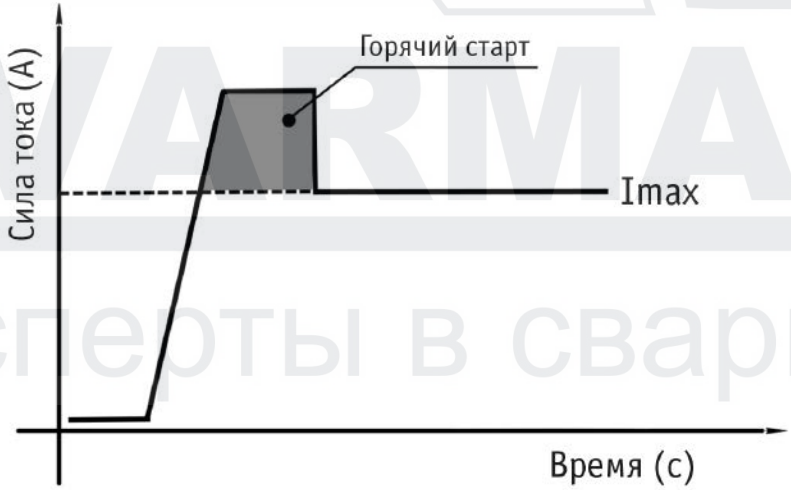

Рис. 11.1.1. Горячий старт.
**Горячий старт:** для обеспечения лучшего поджига дуги в начале сварки инвертор автоматически повышает сварочный ток. Это позволяет значительно облегчить начало сварочного процесса (См. рис. 11.1.1).